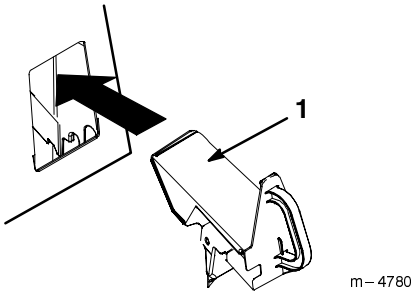

Figur 16
4. Sæt genbrugsdækslet ind i åbningen igen som vist i Figur 16.